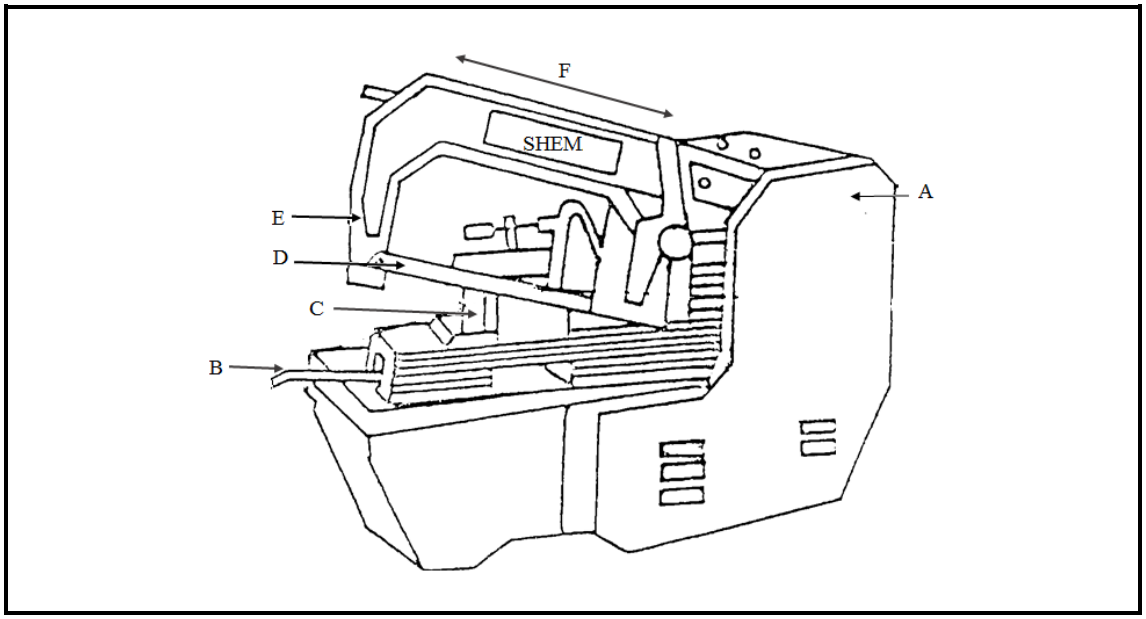

FIGUUR 1
1.1 FIGUUR 1 toon 'n wederkerige kragsaag.